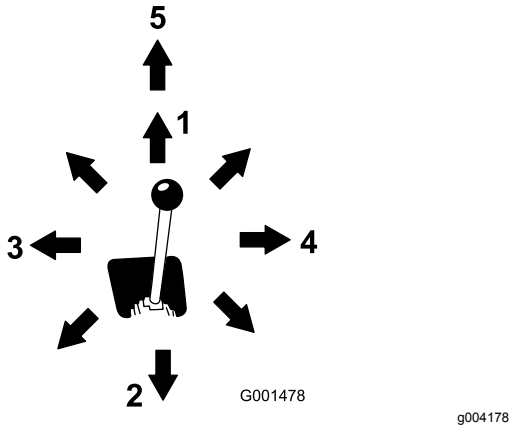

Figur 10
- För att tippa redskapet framåt, flytta reglaget långsamt åt höger (Figur 10).
- För att tippa redskapet bakåt, flytta reglaget långsamt åt vänster (Figur 10).
- För att sänka lastarmarna, flytta reglaget långsamt framåt (Figur 10).
- För att höja lastarmarna, flytta reglaget långsamt bakåt (Figur 10).
- För reglaget så långt det går framåt för att sänka lastarmarna till ett spärrat (upphöjt) läge (Figur 10).